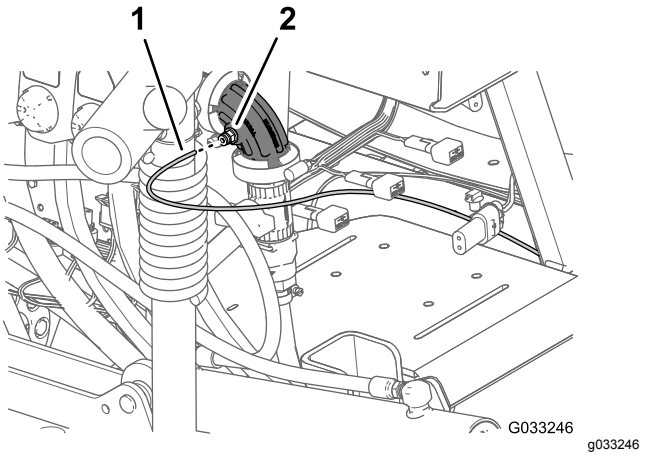
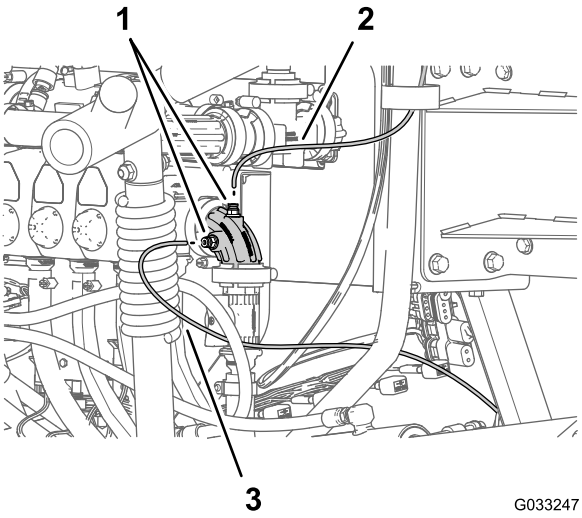

**Figur 140**
**Figur 141**
1. Ret enden af tryksensorrøret (plastik) ind efter trykmåleren i instrumentpanelet, så det passer med låsemuffen til rørkoblingen (Figur 140 og Figur 141).
2. Sæt sensorrøret i låsemuffen, indtil røret sidder helt på plads (Figur 140 og Figur 141).